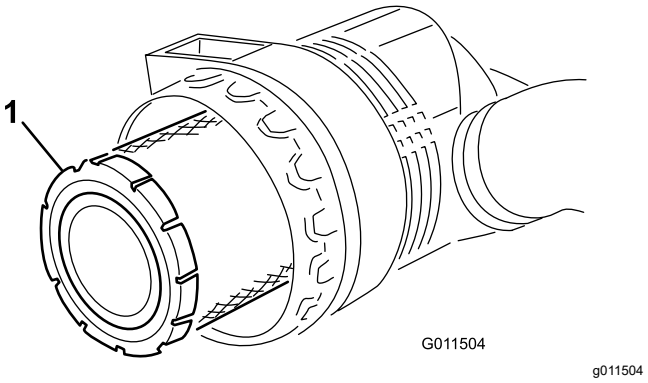

Figur 50
3. Ta ut og skift det primære filteret (Figur 50).